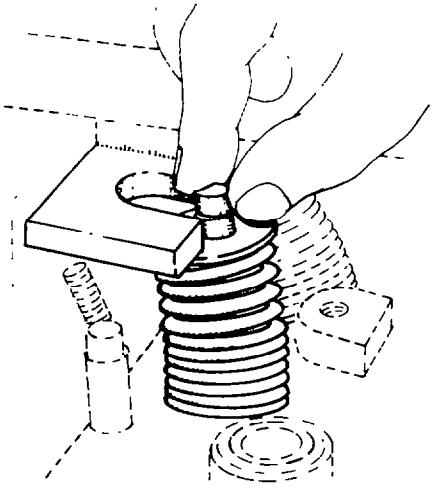

Fig. 49 — Installing Valve Collets
c. Compress the valve springs and install the valve collets (see fig. 49).